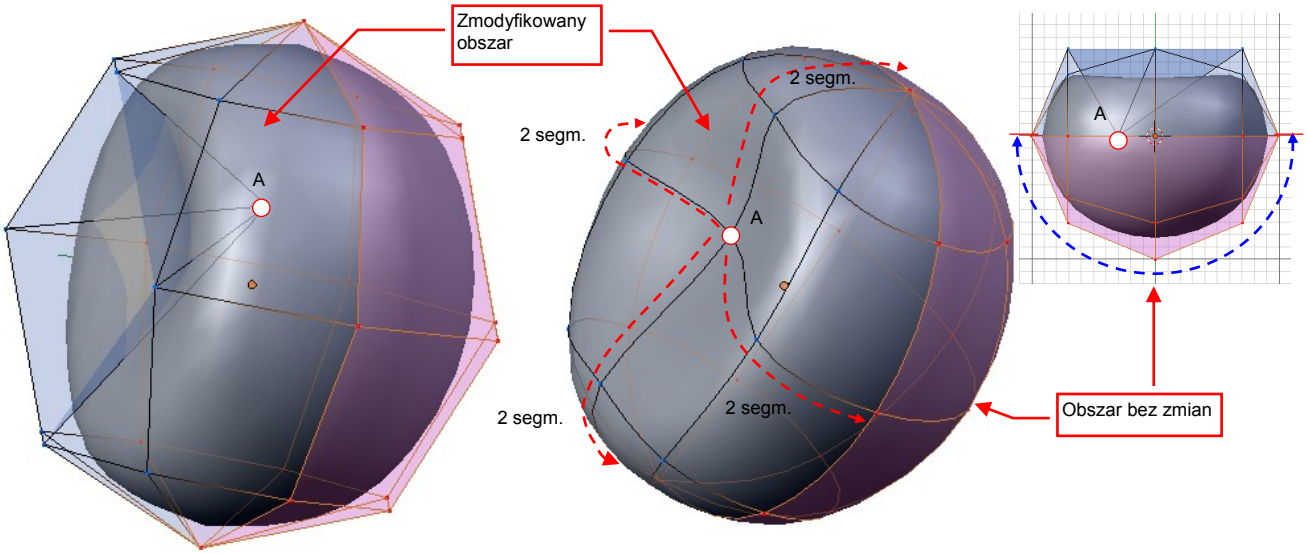

Rysunek 8.2.18 Granica wpływu punktu sterującego A na kształt powierzchni podziałowej
- Zakres wpływu pojedynczego punktu sterującego na kształt powierzchni podziałowej jest ograniczony. Zmiany nigdy nie przekroczą obszaru sąsiednich 4 x 4 segmentów. (Po dwa segmenty w każdą stronę, licząc od odwzorowania zmienionego wierzchołka — p. Rysunek 8.2.18).